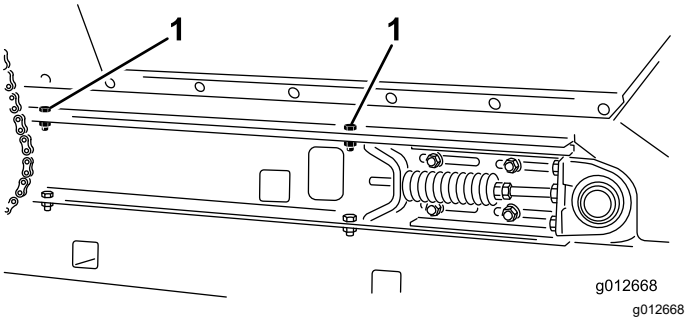

Figuur 31
2. Verwijder aan elke kant van de machine 2 inbusbouten, 2 ringen en 2 borgmoeren waarmee de hopper aan de glijframerails zijn bevestigd (Figuur 31).